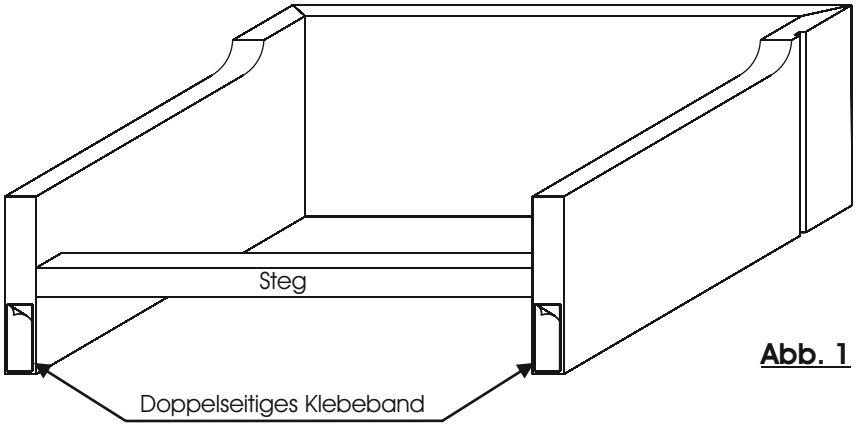

Abb. 1
Achtung: Bei TV-Brücke 1180 kann das Zwischenelement über die Mittelseite der Brücke geschoben werden. Hierzu müssen Sie den hinteren Steg demontieren. (Abb. 1)
3. Entfernen Sie die Schutzfolie des doppelseitigen Klebebandes und schieben das Element vorsichtig in die TV-Brücke. Drücken Sie hierzu den Deckel der Brücke etwas hoch. (Abb. 1&2)